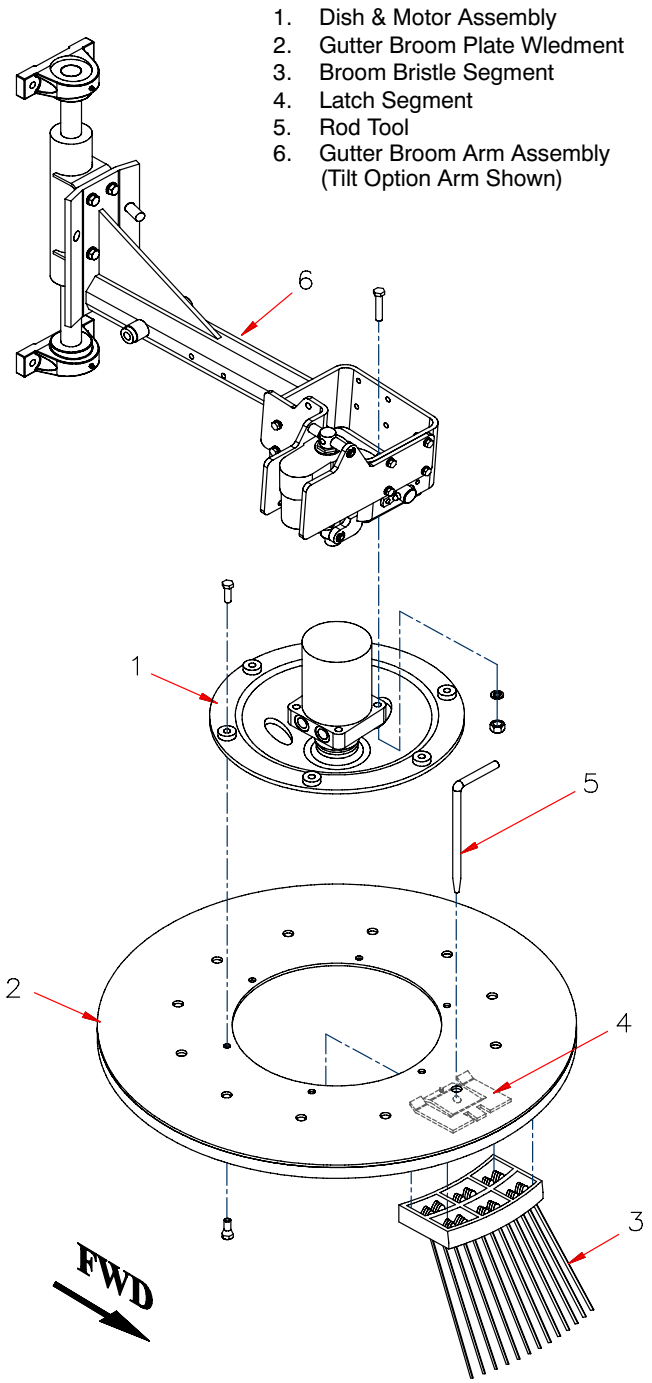

Fig: 5.25 A *Gutter Broom Plate/Brush Removal and Installation are basically the same on both sides.*
2. Place the shifter in the *Park (P)* position, setting the parking brake.
6. Using the rod tool *(Fig: 5.25 A; 5)*, unlock the bristle segment *(3)* from the gutter broom plate.